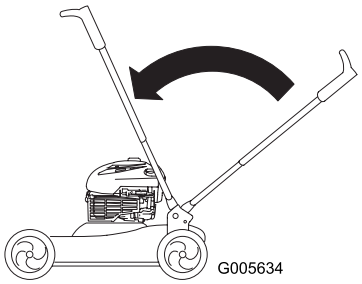

Figur 38
2. För handtaget framåt (Figur 38).